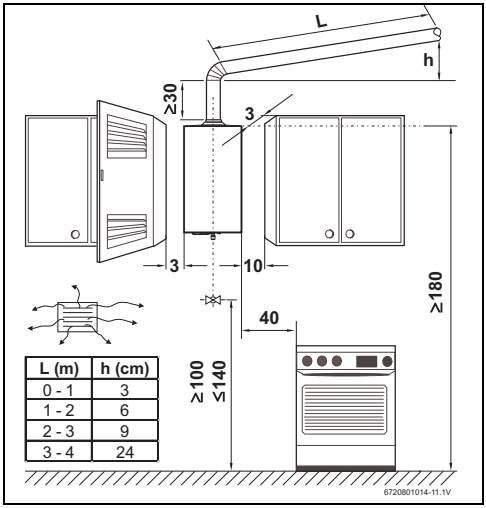

Рис. 12 Минимальное расстояние
- Соблюдать указанные на рис. 12 минимальные расстояния.